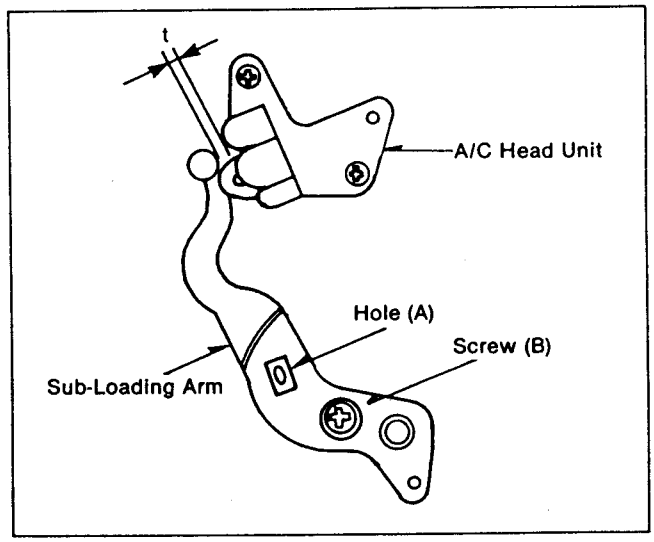

Figure M22
4. Loosen the screw (B), and insert the eccentric screwdriver into the adjustment hole (A). (Figure M22)
5. Adjust the position of the sub-loading threading arm unit so that the gap "t" between the Sub-Loading arm and the AE head is 0.5mm +-0.2mm. (Figure M22)